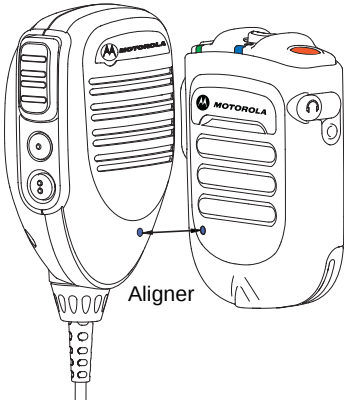

Figure 2.10 : Couplage de votre WRSM
2. Placez le point bleu (repère de couplage sécurisé) du WRSM à environ 2,5 cm du point bleu (repère de couplage sécurisé) de la passerelle microphone mobile. Reportez-vous à la section Figure 2.10.